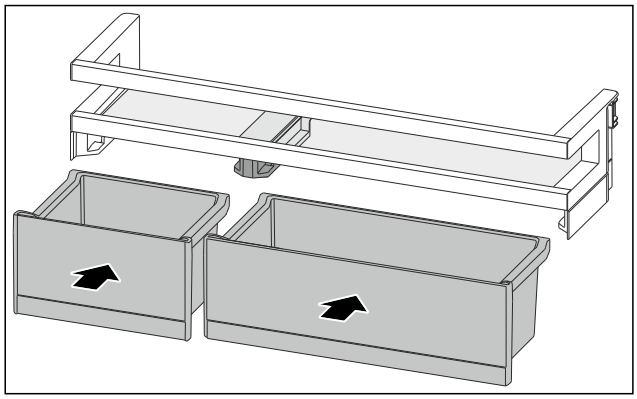

Fig. 190
▶ Introduceți VarioBox-urile dispuse invers. (vezi Fig. 190)